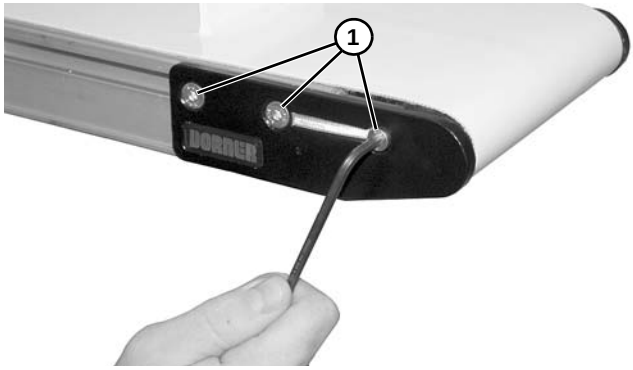

Figure 72
2. Mettre en place la plaque de tête sur la poulie d'entraînement et fixer la plaque sur le châssis du convoyeur à l'aide des trois vis **(Figure 72, élément 1)**. Serrer au couple de 7 N.m.